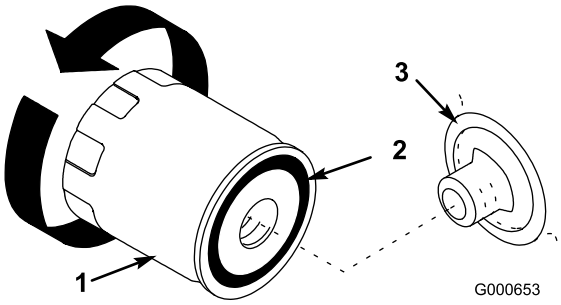

Figure 23
7. Déposez le filtre à huile usagé et essuyez la surface du joint de l'adaptateur (Figure 23).
10. Appliquez une fine couche d'huile neuve sur le joint en caoutchouc du filtre de rechange (Figure 23).
11. Posez le filtre à huile de rechange sur l'adaptateur. Tournez le filtre dans le sens horaire jusqu'à ce que le joint rejoigne l'adaptateur, puis donnez 1/2 tour supplémentaire (Figure 23).
14. Faites l'appoint d'huile avec précaution pour faire monter le niveau jusqu'au repère du plein (F) sur la jauge.